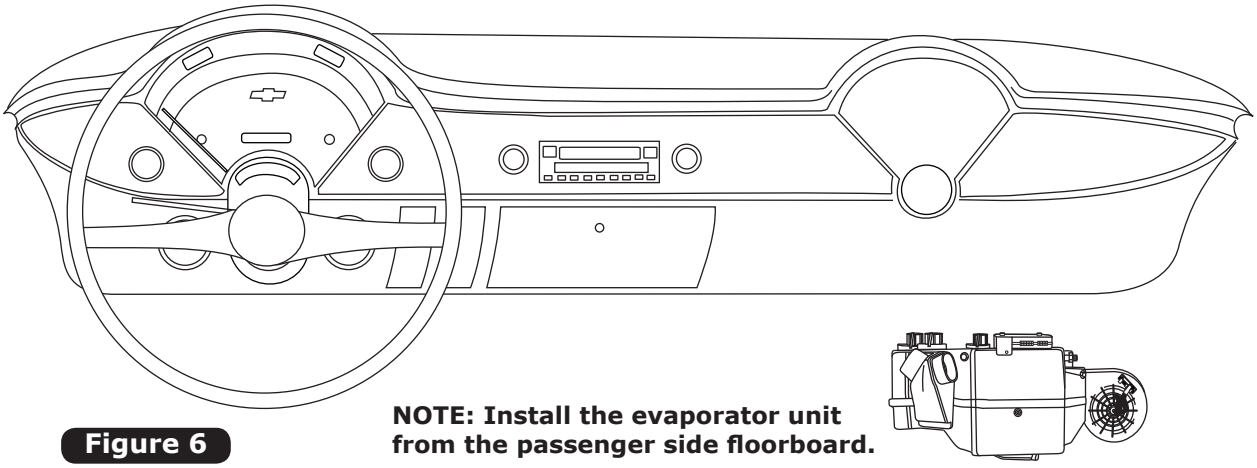
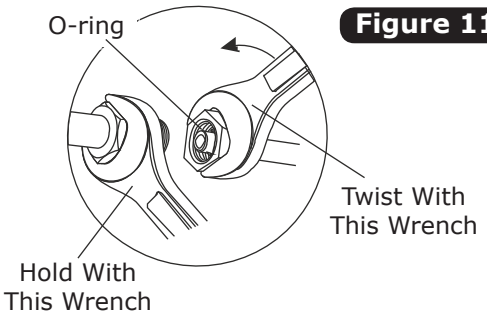
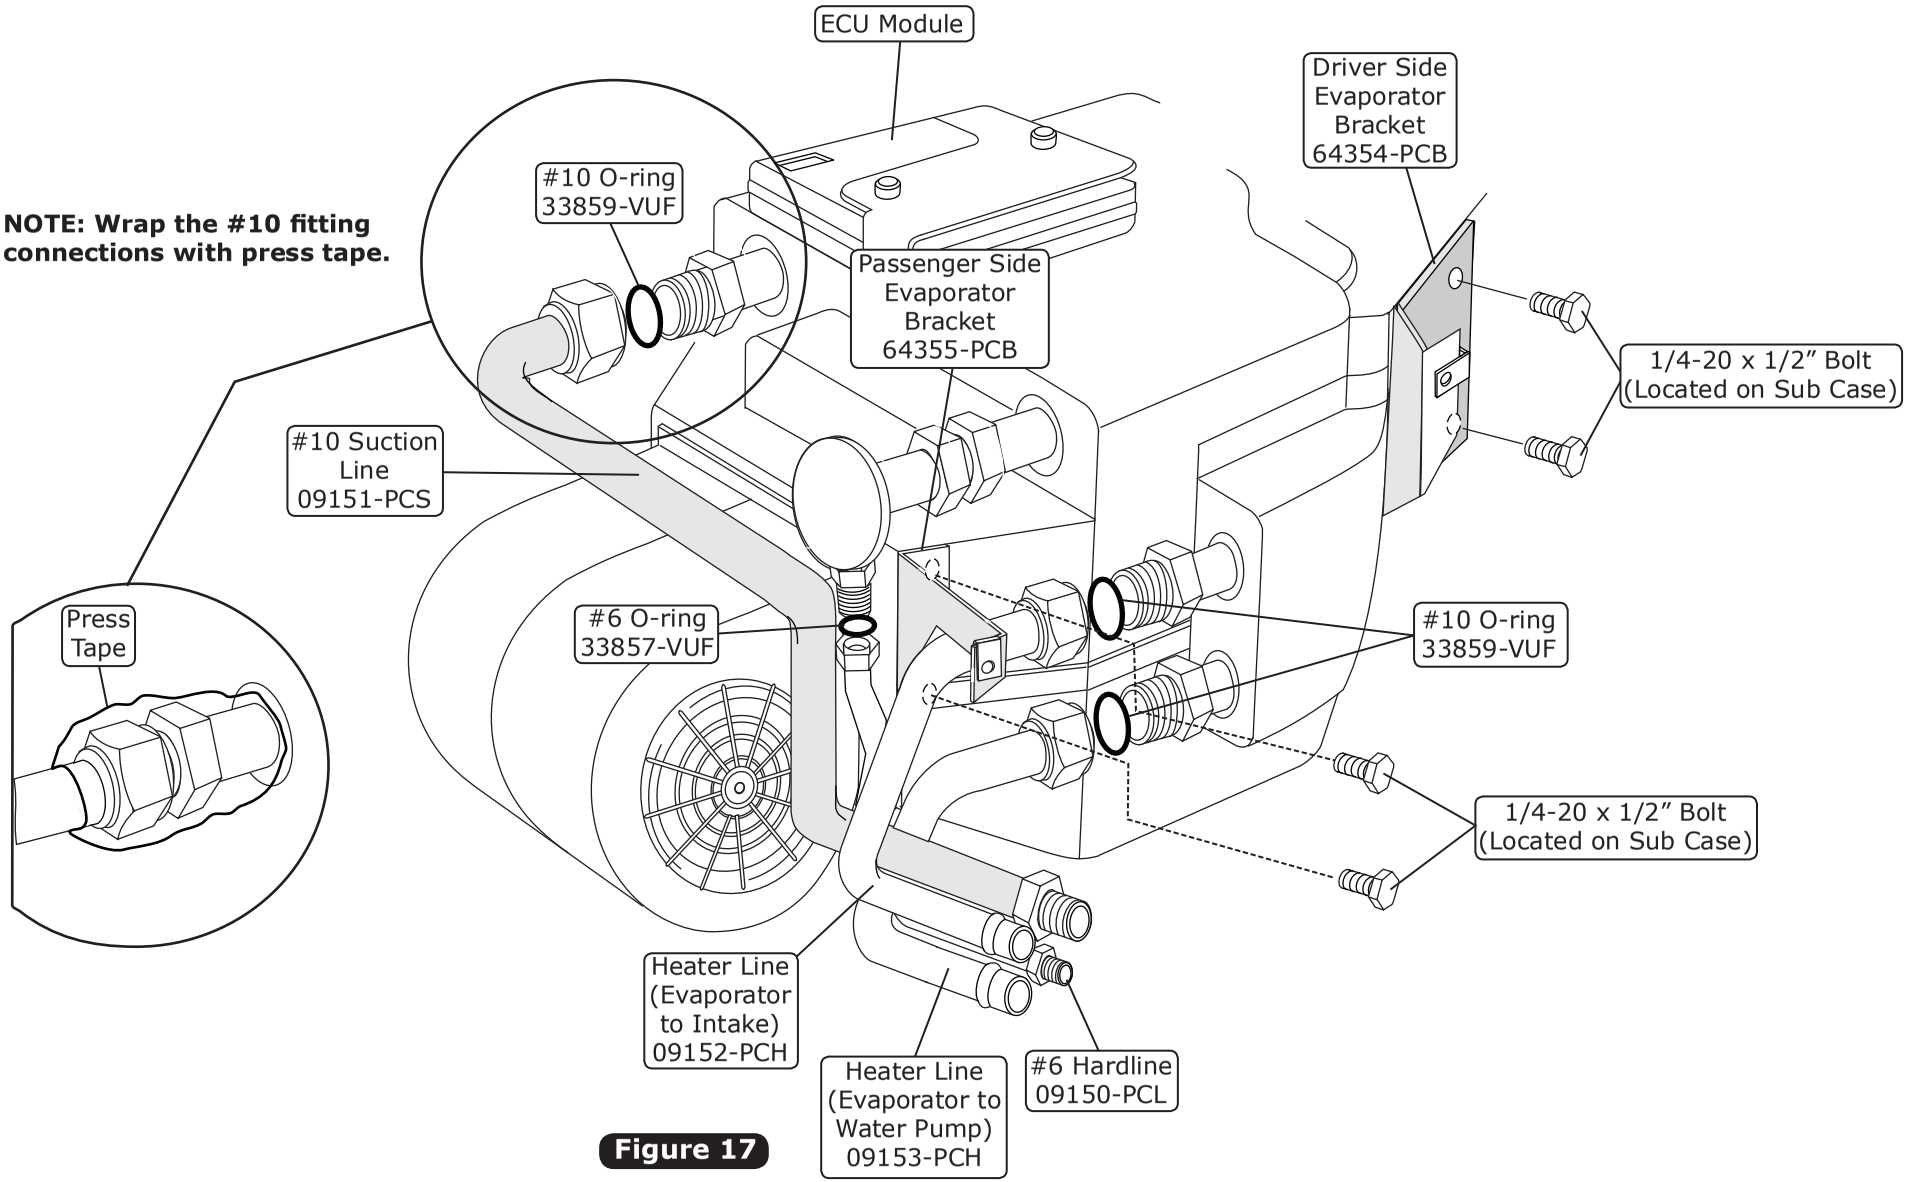

Figure 6
Figure 11
Figure 17
2. Install the #6 and #8 condenser hardlines through the 1 ¼" hole. Lubricate a #6 and #8 O-ring as shown in Figure 11, Page 12, and connect the #6 and #8 condenser hardlines to the condenser.
1. On a workbench, install the evaporator rear brackets and the evaporator hardlines with properly lubricated O-rings (See Figure 17, Page 18, and Figure 11, Page 12).
2. Lift the evaporator unit up and under the dashboard (See Figures 6 and 6a, below, and Figure 6b, Page 10). Secure loosely to the firewall from the engine compartment side with (2) 1/4-20 x 1” bolts and washers (See Figure 7, Page 10, and Figure 17, Page 18). **NOTE: To ensure proper drainage, it is very important that the evaporator is level, both left-right and fore-aft. Check for level on the flat portions of the case around the drain.**
2. Locate the #8 compressor hardline. Lubricate (1) #8 O-ring (See Figure 11, Page 12), and connect the #8 compressor hardline to the #8 discharge port on the compressor. Tighten the connection (See Figure 11, Page 12, and Figure 13, Page 14).
3. Locate the #10 compressor hardline. Lubricate (1) #10 O-ring (See Figure 11, Page 12), and connect the #10 compressor hardline to the #10 suction port on the compressor. Tighten the connection (See Figure 11, Page 12, and Figure 13, Page 14).
5. Locate the #8 A/C hose. The hose will connect the #8 compressor hardline and the #8 hardline from the condenser. Lubricate (2) #8 O-rings (See Figure 11, Page 12) and install (1) onto each end of the #8 A/C hose. Route the #8 A/C hose as shown in Figure 13, Page 14 and tighten (See Figure 11, Page 12). **NOTE: The 90° hose fitting connects to the #8 condenser hardline.**
7. Lubricate (1) #6 O-ring (See Figure 11, Page 12). Install the #6 liquid line and tighten (See Figure 11, Page 12, and Figure 13b, Page 14).
8. Locate the #10 A/C hose. The hose will connect the #10 compressor hardline and the #10 hardline from the evaporator. Lubricate (2) #10 O-rings (See Figure 11, Page 12) and install (1) onto each end of the #10 A/C hose. Route the #10 A/C hose as shown in Figure 13, Page 14, and tighten (See Figure 11, Page 12). **NOTE: The 90° hose fitting connects to the #10 compressor hardline.**
1. Install the #6 liquid line onto the drier with a lubricated #6 O-ring (See Figure 11, Page 12) and tighten (See Figure 11, Page 12, and Figure 13, Page 14).